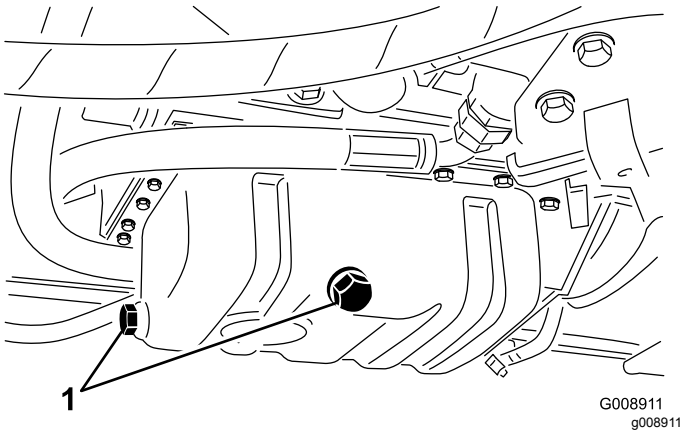

Figuur 63
1. Verwijder één van de aftappluggen (Figuur 63) en laat de olie in een opvangbak lopen.